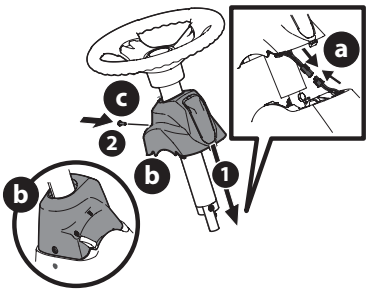

Figure 3
6. Retirez la vis à tête cylindrique installée (c) à l'usine du couvercle de colonne situé sur la console de direction de la tondeuse à siège. Conservez la vis pour utilisation ultérieure (Figure 3).
7. Branchez les cosses de câble du phare (a). Glissez le couvercle (a) vers le bas sur la tondeuse à siège, puis tournez doucement le couvercle vers la droite pour le faire enclencher en place. Fixez le couvercle (a) en place avec la vis retirée (b) à l'étape précédente (Figure 3).